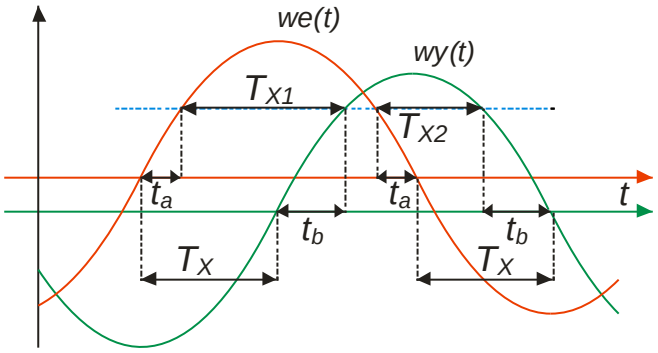

Rys. 1 Wyznaczanie przesunięcia fazowego w przypadku sygnałów z niezerową składową stałą
Na podstawie rys. 1 można napisać układ równań (1):